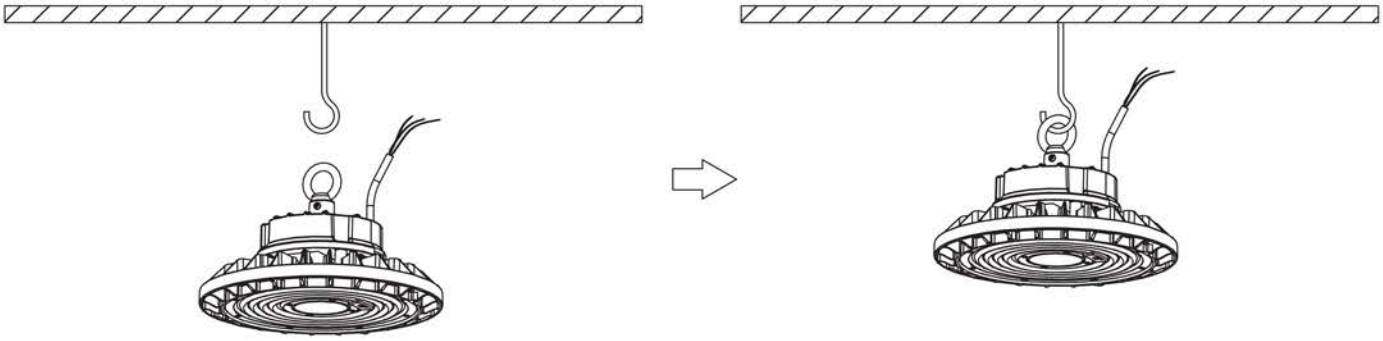

Рис. 3
6.5 Подвесьте светильник на крюк на высоком потолке (см. рисунок 3). Убедитесь, что крюк может выдержать более 60 кг.